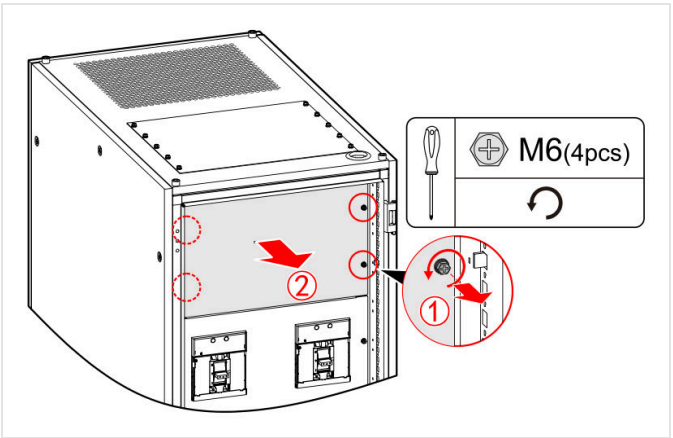

FIGURE 4-33 Remove the wiring cover plate (M6 × 4)
1. Open the front door. Remove the four M6 screws of the wiring cover plate and remove it (Figure 4-33).